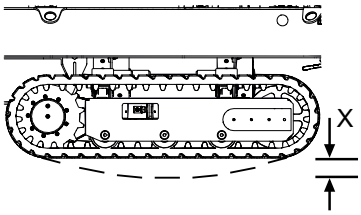

Fig. 190
6. Ensure that there is 10–15 mm of slack (Fig.190/X).